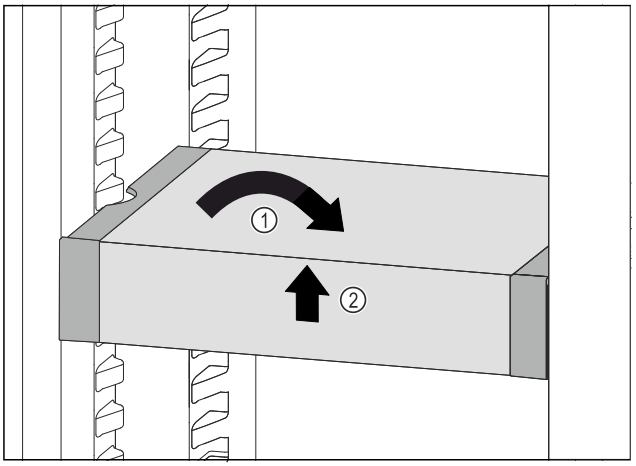

Fig. 140
▶ VarioSafe recht zetten. *Fig. 140 (1)*
▶ VarioSafe aan voorkant optillen. *Fig. 140 (2)*